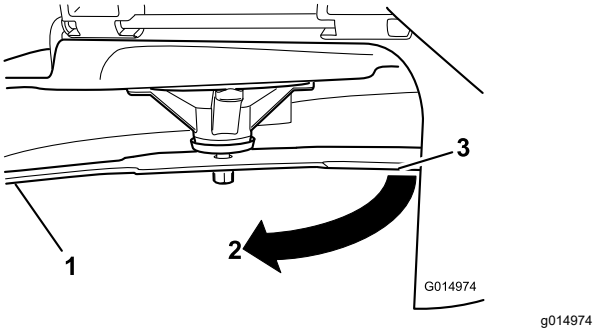

Figuur 76
3. Gemeten afstand tussen mes en de ondergrond (A)
4. Draai hetzelfde mes 180 graden, zodat de maairand aan de andere kant nu in dezelfde stand staat (Figuur 76).